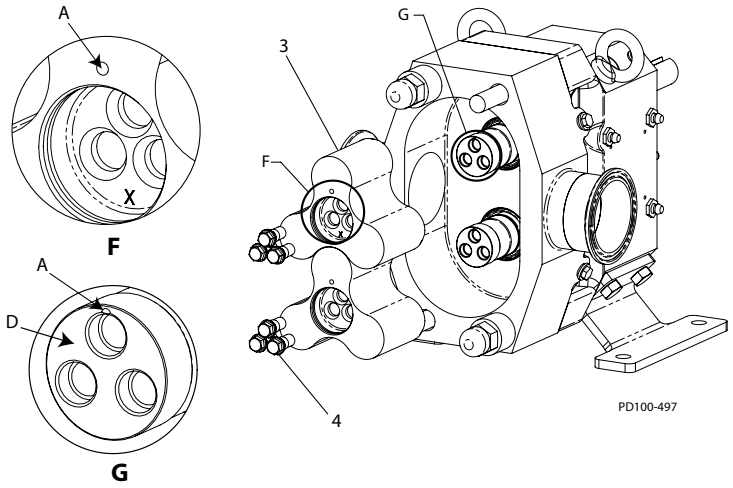

Afbeelding 56 - Installatie van de rotor
2. De schachtwand mag geen randen of bramen bevatten(zie Afbeelding 56, Beschrijving G, item D).
3. **De rotors opnieuw gebruiken:** Breng een geschikt smeermiddel op de o-ringen aan en installeer de gemarkeerde rotor op de aandrijfsas en de niet-gemarkeerde rotor op de korte as, let op de referentiemarkering op de assen voor de positionering van de rotor. (Zie item A in Afbeelding 56, Beschrijving F en G.)
Nieuwe rotors installeren: Breng een geschikt smeermiddel aan op de o-ringen en installeer de rotors op de assen, let op de referentiemarkering op de assen voor de rotorpositionering. (Zie item A in Afbeelding 56, Beschrijving F en G.) Stamp een "X" ongeveer 3mm hoog in het buitenvlak van de verzinking, tegenover het refentieteken. Zie figuur 56, detail F; zie ook Figuur 31 voor een grotere weergave.
4. Installeer een schroef (Afbeelding 56, item 4) in het gat dat zich het dichtste bij het referentieteken op elke rotor bevindt.